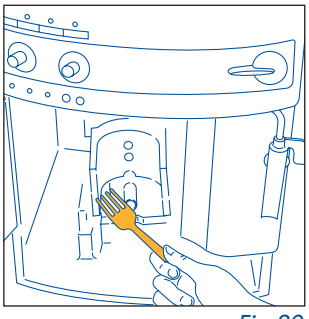
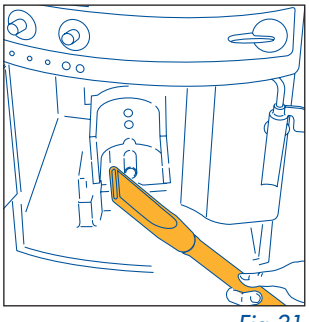

Fig.30
Fig.31
- nettoyez soigneusement l'intérieur de la machine. Pour éliminer le café déposé à l'intérieur, grattez avec une fourchette en bois ou en plastique (fig. 30) et aspirez tous les résidus (fig. 31) ;